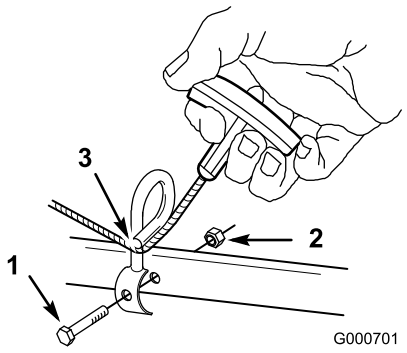

Figuur 4
3. Zet de startkoordgeleider vast aan de onderste handgreep met een bout en (1/4 x 1-3/4 inch) en een borgmoer (1/4 inch) (Figuur 4).
4. Trek het startkoord door de geleider (Figuur 4).